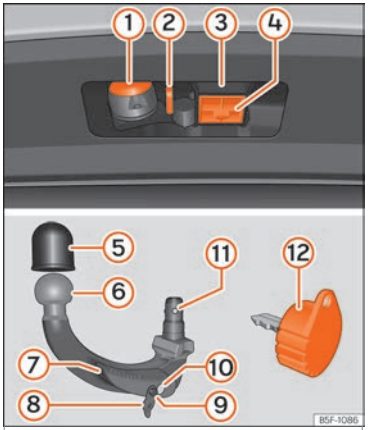

Fig. 182 Suporte do dispositivo de engate para reboque/gancho de reboque/chave
- **A zona superior do alojamento do gancho está equipada com massa lubrificante ››› Fig. 182 ③. Quando utilizar o dispositivo, deve assegurar-se de que não se tenha eliminado.**
- Retire o tampão de alojamento do gancho ››› Fig. 182 (4) para baixo.
- Coloque o tampão ④ no seu alojamento ››› Fig. 182.